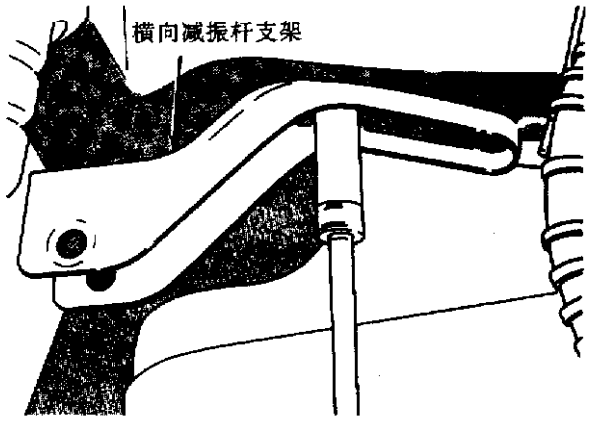

图 8－14　横向减振杆支架
①提升并支撑汽车。参见本书第二章润滑与保养部分。
②卸下将稳定杆固定在汽车两侧的连接臂上的下面的两个螺栓。
③松开但不取下连接稳定杆衬套护圈与后桥半轴套管支架的 4 个螺栓。横向减振杆支架如图 8－14 所示。